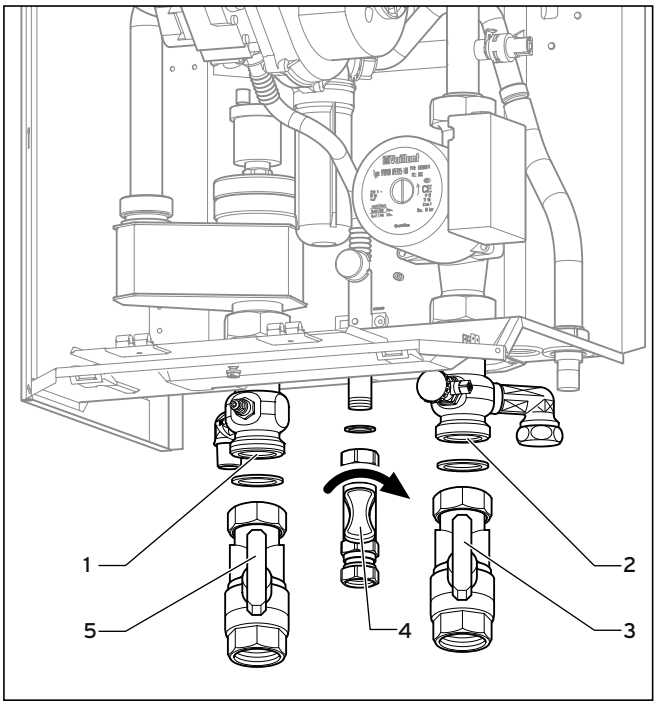

Fig. 5.9 Heating connection
- Screw the boiler's gas supply pipe (**1**) gas-tight with the gas isolation valve (**5**, see Fig. 5.9). To do this, use the R3/4 crimp connection supplied with the boiler. This is also suitable for the connection of a R3/4 gas isolation valve.